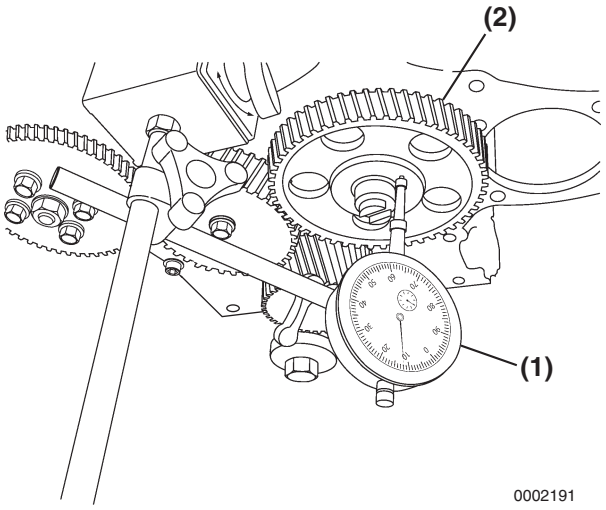

Figure 6-46
- **Method A:** Install a dial indicator **(Figure 6-46, (1))** on the cylinder block. Move the camshaft and gear **(Figure 6-46, (2))** in and out to measure the end play. Record the measurement. *See Camshaft on page 6-7 for the service limit.*